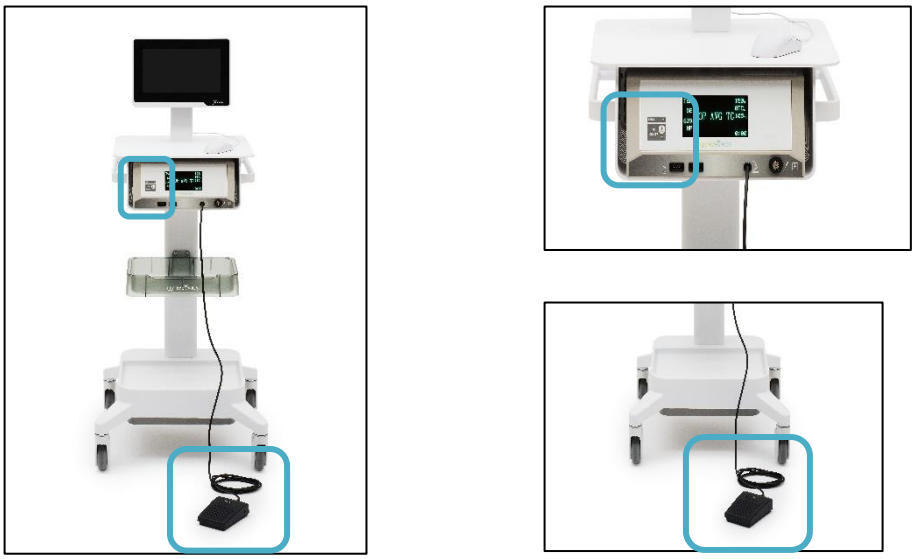

Afbeelding 4-29. Om de RF-energie handmatig te stoppen, op het voetpedaal drukken of op de knop AAN/UIT op de RF-generator drukken.
Wanneer het systeem zich in de modus KLAAR bevindt, begint de RF-ablatie pas na activatie door op het voetpedaal te drukken of door op de voorkant van de RF-generator op de knop RF AAN/UIT te drukken; zie afbeelding 4-29.
- Om de RF-energie te activeren, drukt u kortstondig één (1) keer op het voetpedaal of drukt u op de voorkant van de RF-generator op de knop RF AAN/UIT; zie afbeelding 4-29. De RF-generator dient vervolgens via de introducer en de naaldelektroden RF-energie toe aan het weefsel.
- Als de patiënt beweegt of de handpositie van de gebruiker verandert, kan de thermische veiligheids-grens de marge van de tunica serosa passeren. Stop de RF-ablatie onmiddellijk, trek de naaldelektroden terug, trek de introducer terug en richt opnieuw; zie afbeelding 4-29.
- Om de RF-ablatie op enig moment te stoppen, drukt u op het voetpedaal of drukt u op de RF generator op de knop RF AAN/UIT; zie afbeelding 4-29.